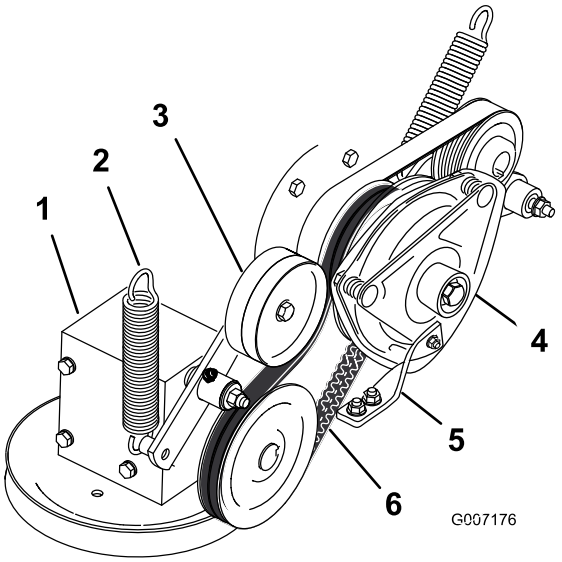

**Figuur 70**
4. Haal de veer van de arm van de spanpoelie (Figuur 70).
7. Leg de nieuwe aandrijfriem om de koppelingspoelie en de poelie van de tandwielkast (Figuur 70).
9. Monteer de veer op de arm van de spanpoelie (Figuur 70).